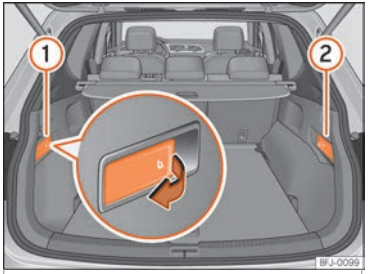

Fig. 115 Dans le coffre à bagages : leviers pour débloquer depuis le coffre à bagages la partie gauche (1) et droite (2) du dossier arrière.
- Tirez le levier de déverrouillage ››› fig. 115 de la partie du dossier que vous souhaitez rabattre.